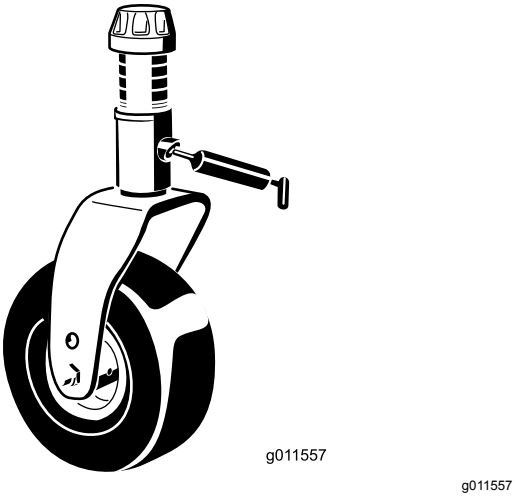

**Figuur 65**
- Lagerbus van as van zwenkwielvork (1) (Figuur 65)
- Lagerbussen van draaipunt van arm van spanpoelie (1) (onder de arm van de spanpoelie)